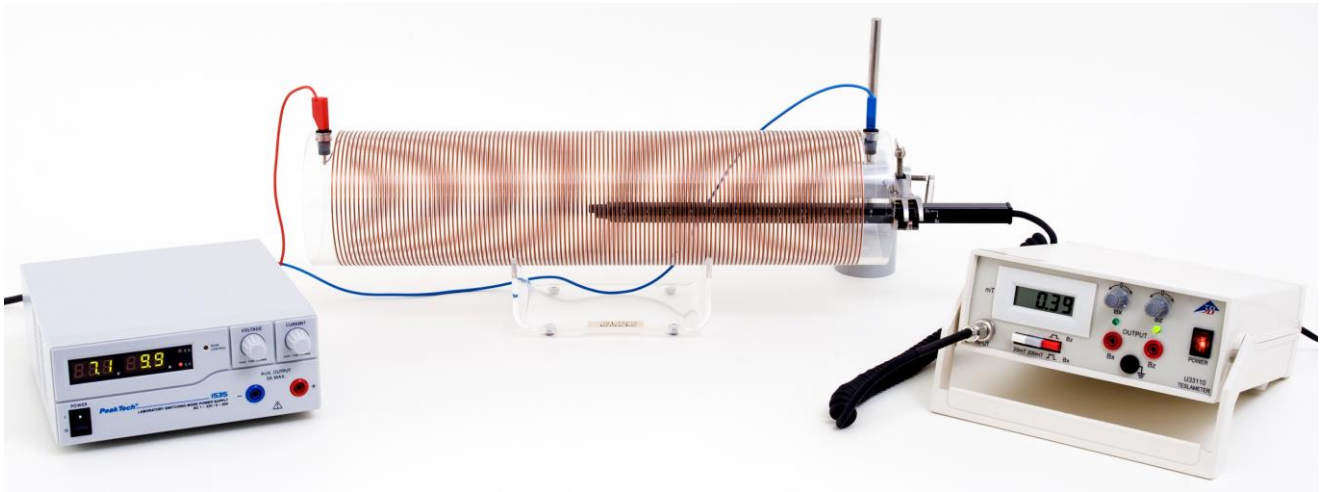

Fig. 1: Messanordnung.
- Messanordnung gemäß Fig. 1 aufbauen.